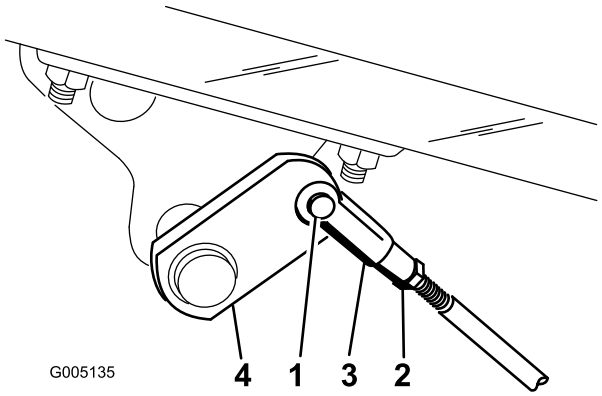

Figur 39
2. Koppla bort bromsstängerna genom att ta bort saxpinnen och sprintbulten om bromsarna inte låser sig lika mycket (Figur 39).
3. Lossa kontramuttern och justera sprinten (Figur 39).
4. Montera sprinten på bromsaxeln (Figur 39).